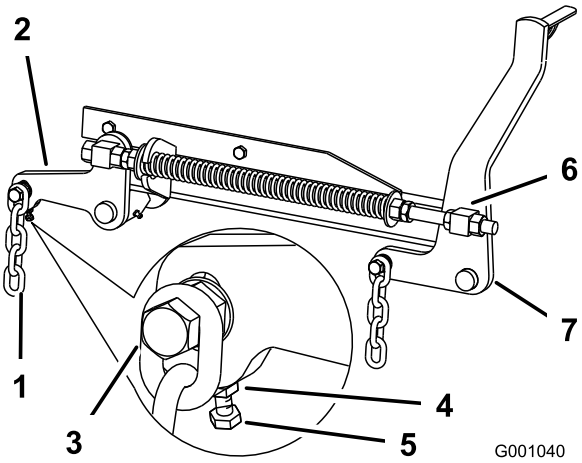

**Figur 84**
7. Om måtten vid punkt **B** eller **C** är felaktiga ska du lossa den bult som håller fast den bakre kedjan vid den bakre stödarmen (Figur 84).
8. Lossa kontramuttern under den bakre stödarmen och anpassa justerskruven så att du får ett mätvärde på 80–83 mm (Figur 84).
7. Lossa kontramuttrarna för de främre lekarna framtill på höger och vänster lekare ca 13 mm (Figur 84).
8. Justera lyftmuttrarna på både vänster och höger sida av maskinen så att du får en inställning som är 6 till 10 mm lägre fram vid punkt **A** än bak vid punkt **B** (Figur 84).